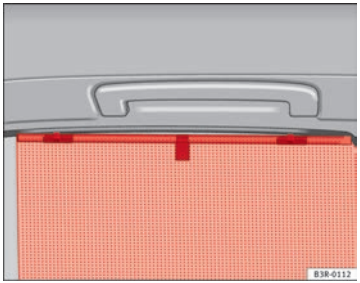

Fig. 100 Sun blind extended to cover rear side window
– Pull out the blind and hook it into the hooks at the top of the door frame ⇒ fig. 100.